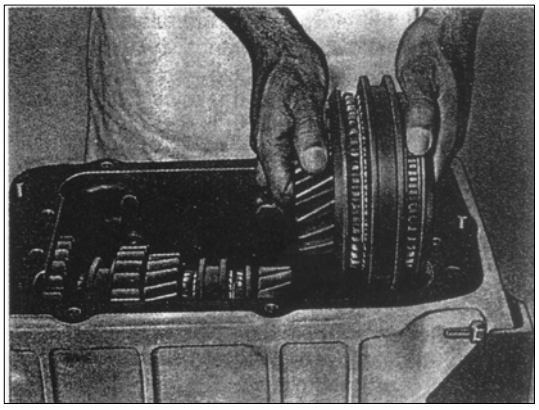

РИС. 201
14) Ослабьте стопорный палец, удерживающий стопорную шайбу на вторичном вале. Поверните шайбу с помощью спец. инструмента № 2505 5890 0109 так, чтобы пазы ведомого вала выровнялись в линию с пазами на шайбе (см. рис 200). Чтобы снять стопорную шайбу слегка постучите по вторичном валу по задней части. Делая это, крепко держите втулку с буртом первой передачи, чтобы она не соскользнула и цилиндрические ролики не выпали (см. рис.201). Следите, чтобы стопорный палец и нажимная пружина ведомого вала не выпали.
15) Подвиньте вторичный вал к задней части, пока синхронизатор 4-й и 5-й передачи вместе с шестерней 4-й передачи не освободятся от вторичного вала и их можно будет снять (см. рис.201).